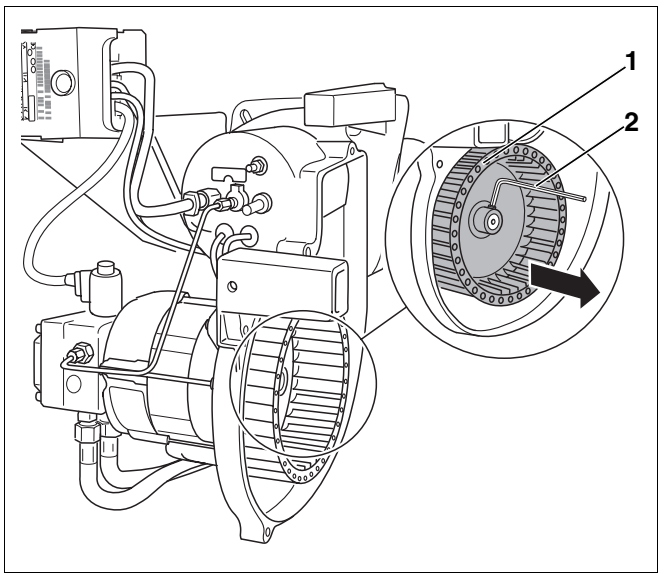

Fig. 23 Controllare, ed eventualmente sostituire, la ventola
- Allentare la ventola (fig. 23, **pos. 1**) con una chiave esagonale (brugola) (fig. 23, **pos. 2**) e toglierla dall'albero.
- Rimontare la ventola (fig. 23, **pos. 1**).